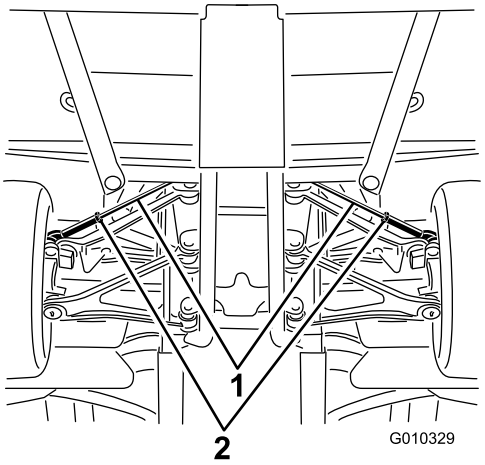

Figur 55
A. Løsn kontramøtrikken midt på forbindelsesstangen (Figur 55).